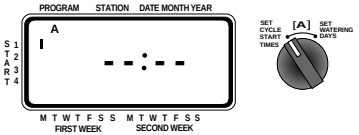

FIGURA 5: Pantalla de cristal líquido (LCD) con hora de inicio
- Sitúe el selector giratorio en la posición **CYCLE START TIMES** (horas de inicio de los ciclos) correspondiente al programa que desee definir. Aparecerá una A o una B en la pantalla, según el programa que haya elegido. La pantalla le mostrará —— : —— y aparecerá un cursor intermitente en la posición **START 1** (inicio) **[Vea la Figura 5].**